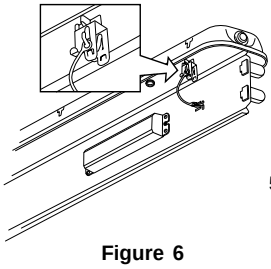

Figure 6
See figure 6.
5.Accrocher le couvercle de la tôle en U sur l'agrafe de retenue et fixer á l'aide de la ligne de sécurité en plastique. **Voir la figure 6.**
Vea figure 6.